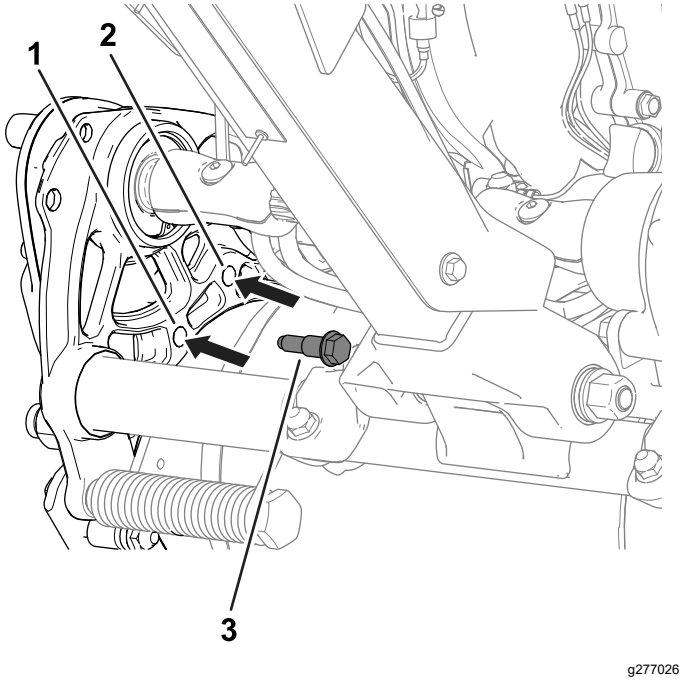

Figur 19
2. Fjern skulderboltene (Figur 19) på hver side av maskinen som fester trommeldrivhuset til chassiset.
4. Bruk de tidligere fjernede skulderboltene for å feste drivhuset til chassiset (Figur 19).